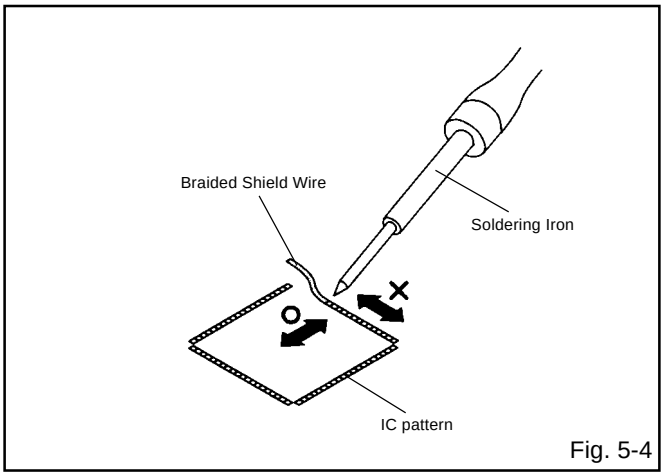

Fig. 5-4
5. Absorb the solder left on the pattern using the Braided Shield Wire. **(Refer to Fig. 5-4.)**